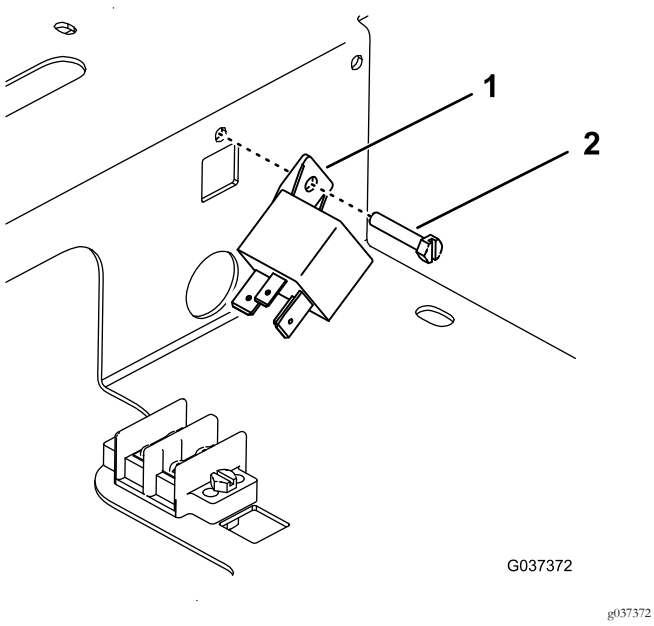

**Figuur 5**
5. Monteer met een schroef het vermogenrelais aan de plaatmoer aan de zijkant van het compartiment (Figuur 5).